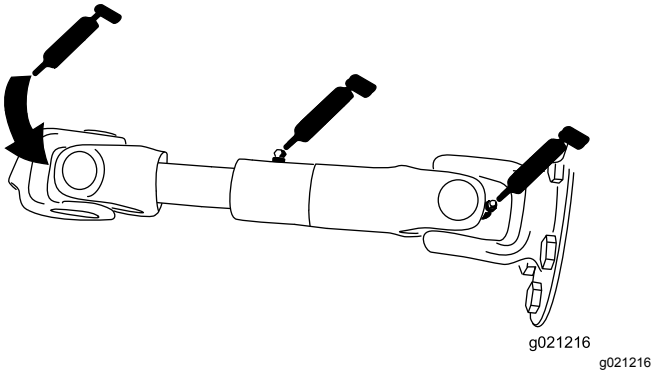

Figur 75
- Pumpens drivaksel (3) (Figur 75)